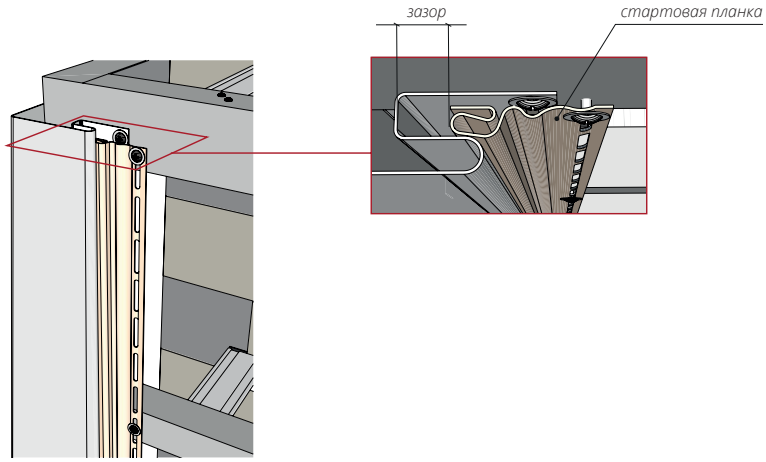

Рисунок 69
14.1 В стартовую планку заводится первая панель сайдинга. Монтаж сайдинга и стартовой планки следует начинать с наружного или внутреннего угла. Смонтируйте стартовую планку согласно рис. 69, соблюдая общие правила монтажа. Стартовая планка во внутренний угол, состоящий из двух J-профилей, монтируется аналогично.